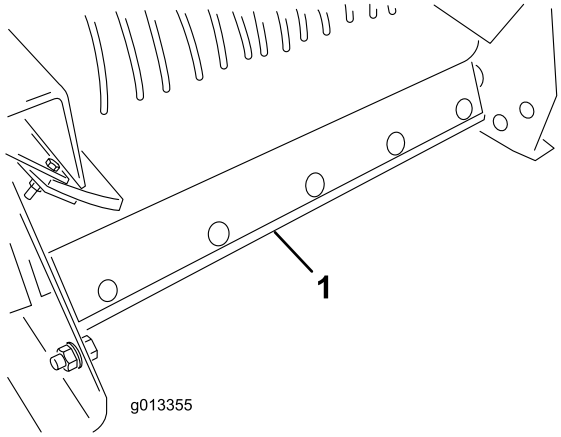

Figura 50
5. Remova o conjunto de escovas de limpeza da correia da traseira do ProPass (Figura 50).